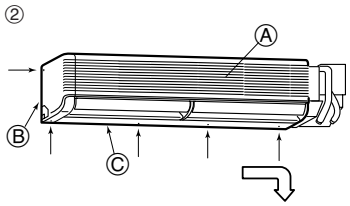

Fig. 3-8
② Remove the five screws indicated by the arrows in the diagram. (Fig. 3-8)
③ Remove the left side panel, then the lower panel.